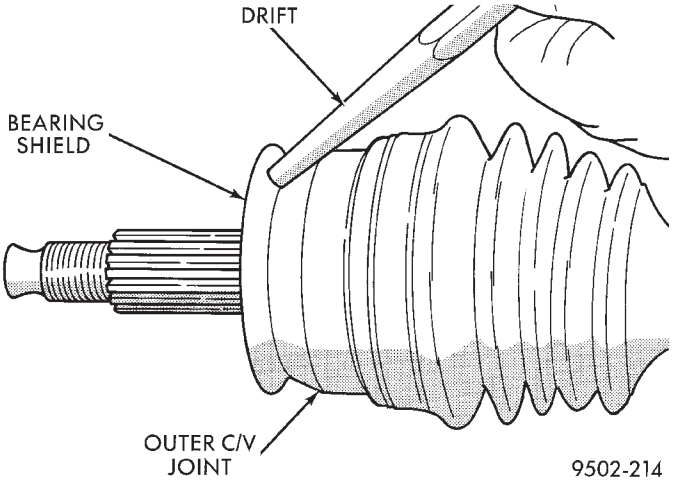

Fig. 42 Removing Bearing Shield from Outer C/V Joint
(1) Clamp driveshaft in a vise by the interconnecting shaft.
(2) Using a drift (Fig. 42) tap around the entire edge of the bearing shield until it is removed from the outer C/V Joint.